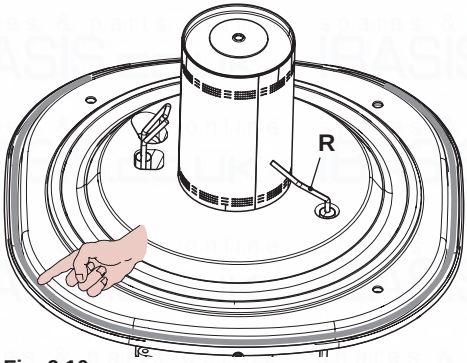
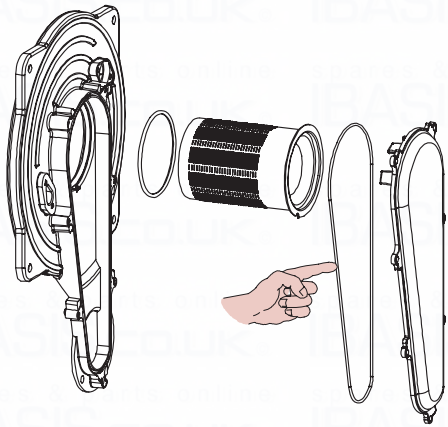

Fig. 9.10
Fig. 9.12
- The detection electrode R in Fig. 9.10 also functions as a sensor for the correct drainage of the condensate.
Caution: After any periodical servicing or disturbance the combustion chamber silicon seal Fig. 9.10 and the Air-gas duct gasket (Fig. 9.12) must be fully inspected and replaced at the discretion of the service engineer.